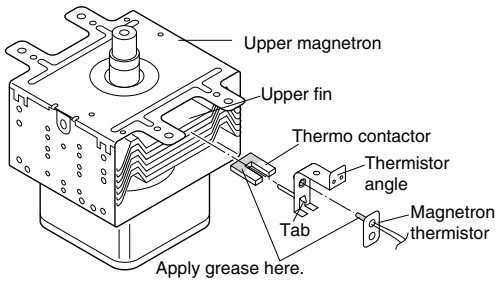

Figure C-1. Magnetron thermistor installation
3. Install the magnetron thermistor to the thermistor angle as shown in Figure C-1.